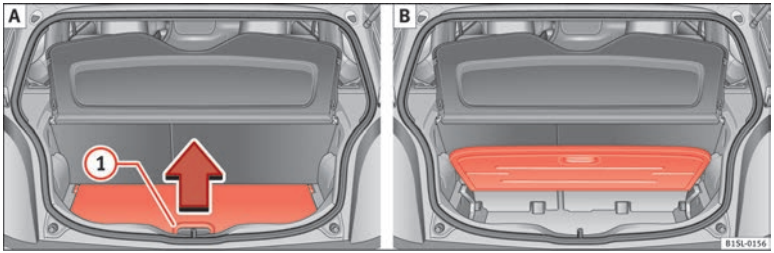

Fig. 69 A : ouvrez le plancher de coffre à bagages modulable. B : plancher de coffre à bagages modulable en train d'être relevé.
- Pour *relever* le plancher, levez le levier ⇒ fig. 69 (1) dans le sens de la flèche et tirez le plancher par dessus tout le reste ⇒ fig. 69 B.